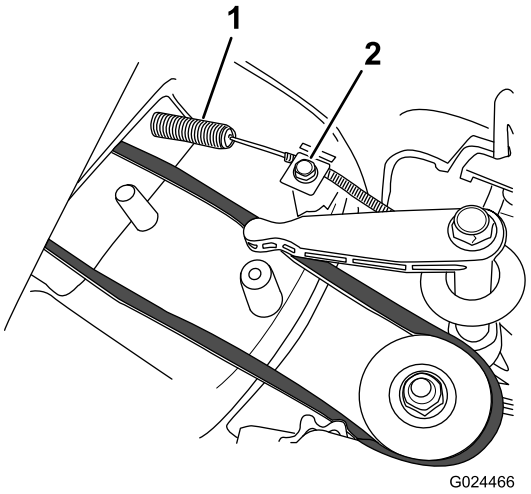

Figur 27
2. Montera den nya knivbromskabeln, men dra inte åt kabelklämman på klipparkåpan (Figur 27).